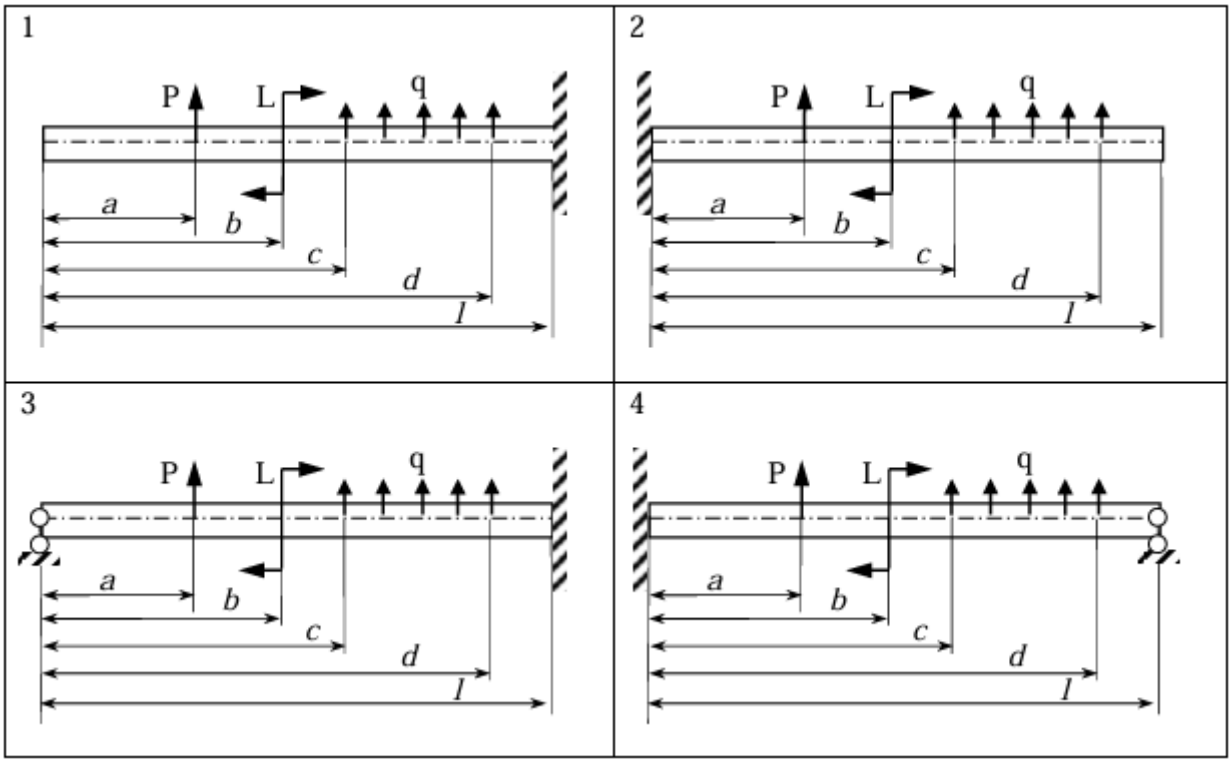

Рисунок 3 – Поперечный изгиб
– в задаче на поперечный изгиб (рис. 3) определить коэффициенты запаса, выбрав самостоятельно несколько вариантов поперечного сечения, сделать выводы.